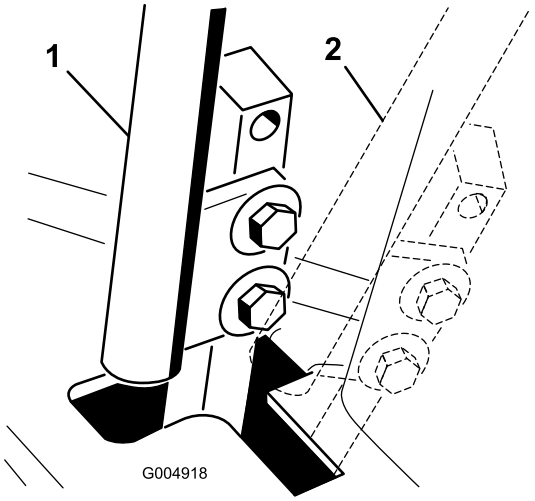

Figur 54
4. Flytt kontrollspaken til den NØYTRALE, men **ikke den låste** stillingen (Figur 54).
6. Kontroller hvor det er mulig at kontrollspaken treffer hakket i konsollen (Figur 54).